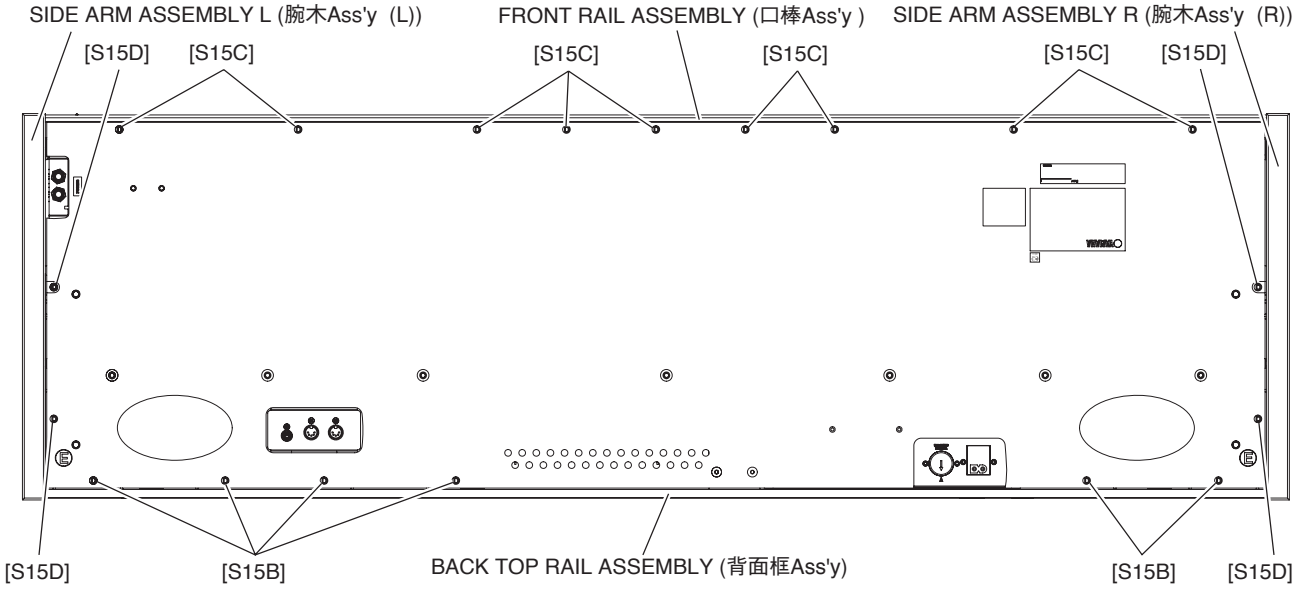

Fig. 9（図9）
15-9 Remove the nine (9) screws marked [S15C]. The front rail assembly can then be removed. (Fig. 9)
15-8 [S15C] のネジ 9 本を外して、口棒 Ass'y を外します。(図 9)
16-10 Remove the two (2) screws marked [S15D]. The side arm assembly L can then be removed. (Fig. 9)
16-9 [S15D] のネジ 2 本を外して、腕木 Ass'y（L）を外します。(図 9)